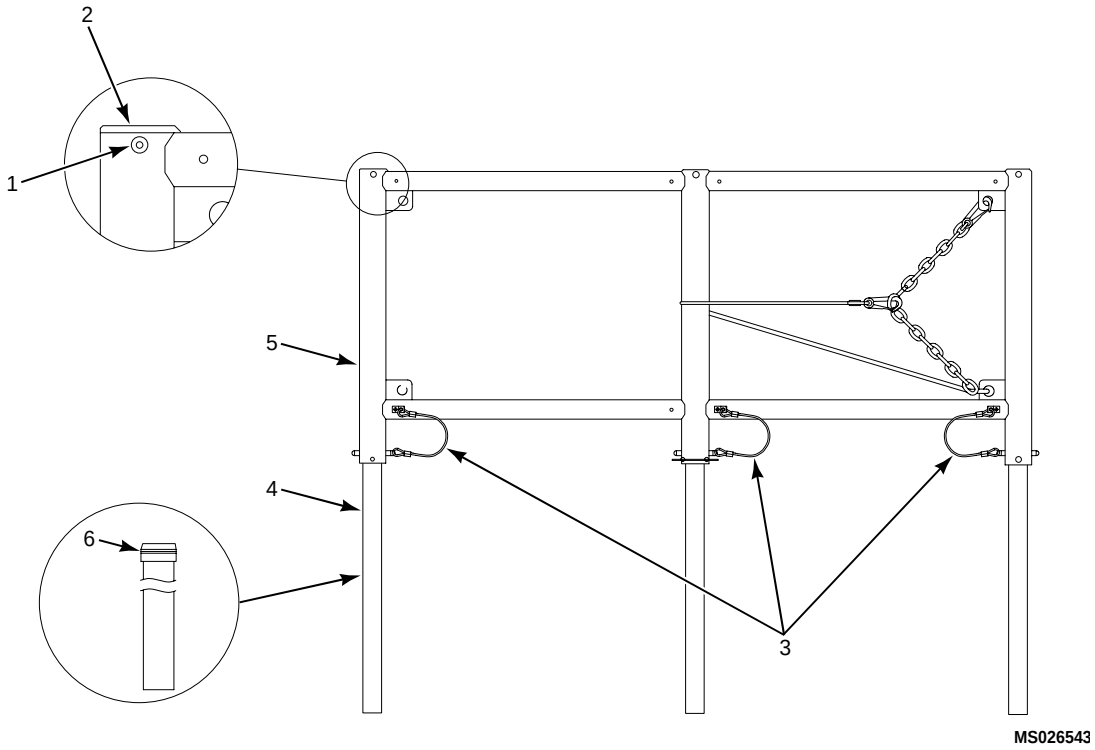

Figure 5. Handrail Extension Nylon Bushing Replacement
1. With handrails removed from Overhead Cargo/Maintenance Rack Assembly, remove and discard two rivets (1). (Figure 5)
2. Remove cap (2) and set aside.
3. Pull out locking pin (3) and remove extension (4) by pushing upwards through the handrail assembly (5).
4. Remove nylon bushing (6) from extension by submersing briefly in hot water (1 minute) and sliding off or remove by cutting.
5. Install new nylon bushing (6) onto extension and slide it all the way to the top of the extension. If bushing is too tight, submerse in hot water for 30 seconds before installing.
6. Insert extension down into top of handrail assembly (5).
7. Install locking pin (3).
8. Install cap (2) and secure with two new rivets (1).